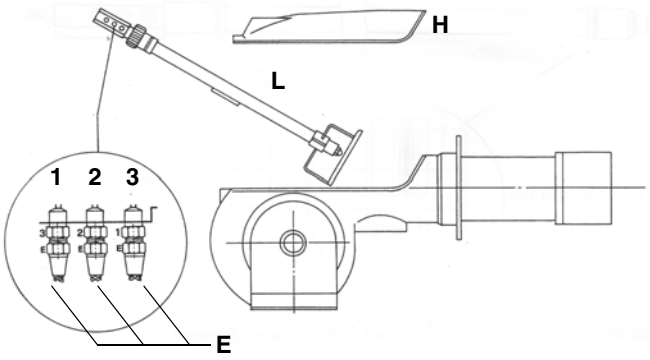

Fig. 24
- Svitare i connettori nafta **E** (Fig. 24) che fissano i flessibili nafta alla lancia L e rimuovere il gruppo completo come mostrato in figura.